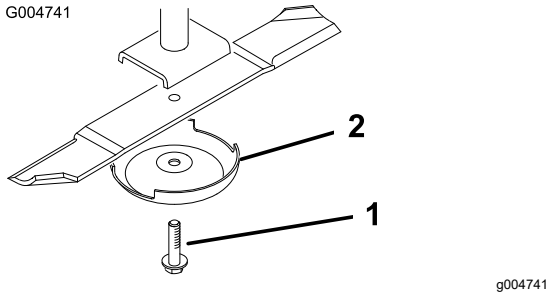

Figura 143
3. Retire del eje de la cuchilla el perno de la cuchilla, el protector de césped y la cuchilla (Figura 143).